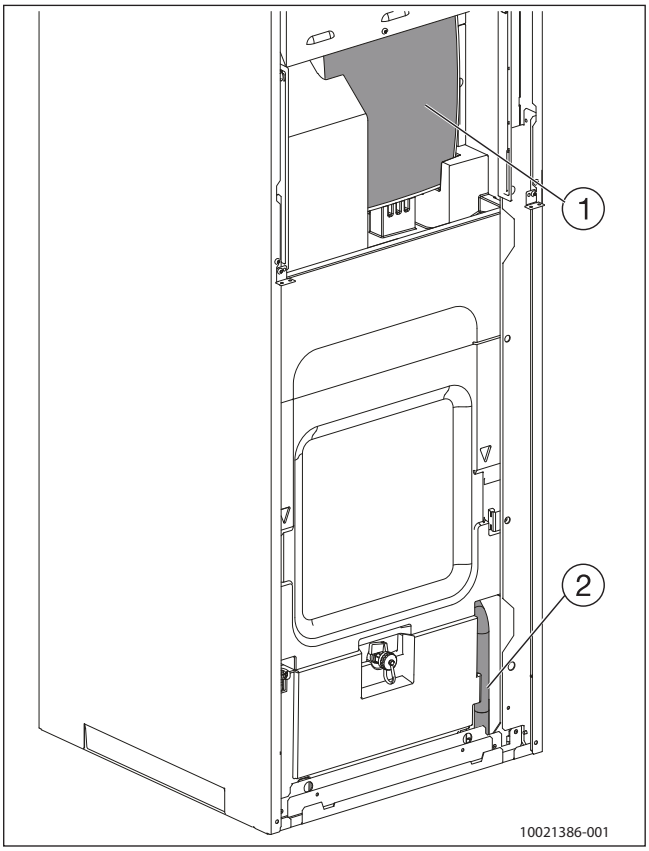

Bild 90 Vorderansicht Ablassschlauch
- Ablaufschlauch und Sicherheitsventil an einen Ablauf anschließen (→ Bild 90 und 91).
- Ablaufschlauch (→ Bild 90, [2]) an einen frostgeschützten Ablauf oder direkt an einen Wandablauf anschließen.